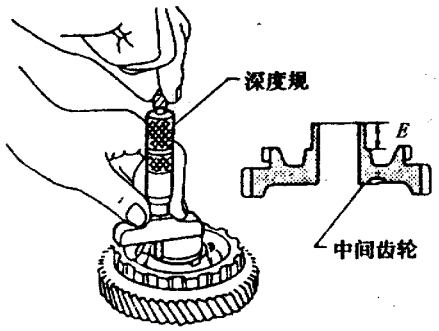

图9-7-8 测量E值
⑤如图9-7-8所示，测量中间齿轮端面和中间齿轮轴承与中间齿轮内圈接合面之间的尺寸E值。至少测量两处，取平均值。然后根据式9-7-2